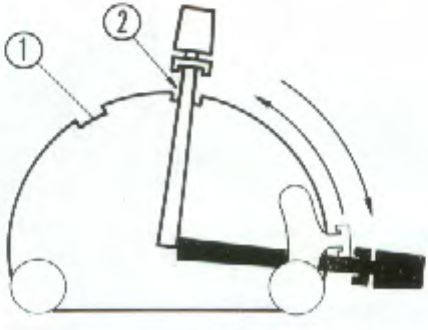

Fig. 71
— Les bras étant déverrouillés, abaisser les barres d'attelage et le crochet automatique en déplaçant la manette de commande vers le bas du secteur " zone jaune " (fig. 71 et 72).
— Atteler la remorque en plaçant le levier de commande dans l'encoche (2) du secteur (fig. 71).